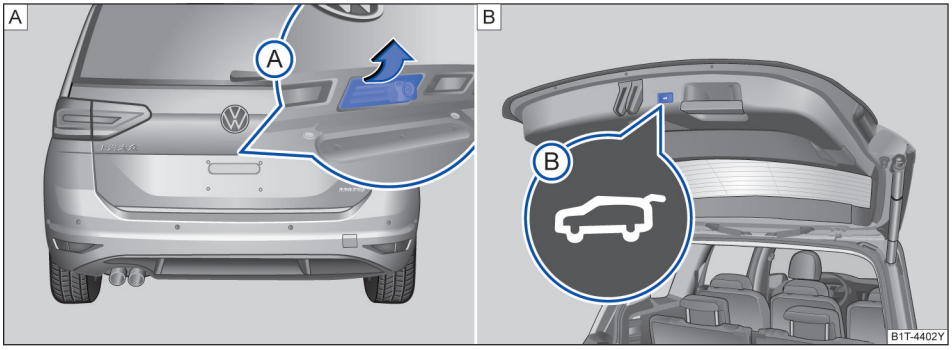

图 67 行李厢盖的操作
- 按下把手Ⓐ→ 图 67。
- 按下按钮Ⓑ→ 图 67。
按下把手Ⓐ→ 图 67。